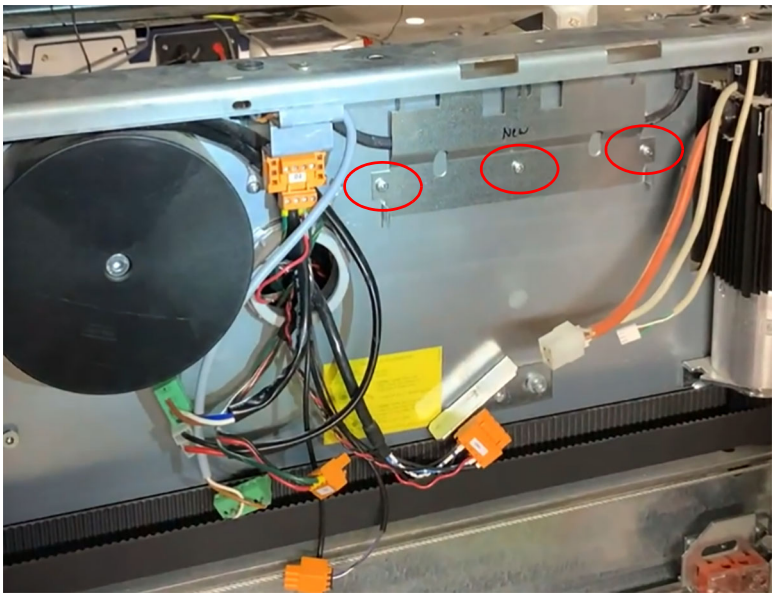

Figure 6 - Install New Wiring Cover
1. Locate and install the V2 wiring cover (included in kit, 9762076). Use a #2 Phillips head screw-driver to install the three screws and secure the V2 wiring cover. See Figure 6.